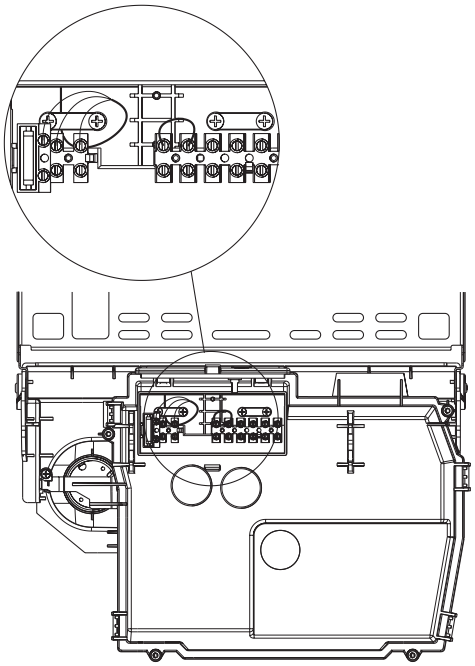

Fig. 16
4.7.3 CONNECTING THE MAINS (230V) INPUT (see fig. 16)